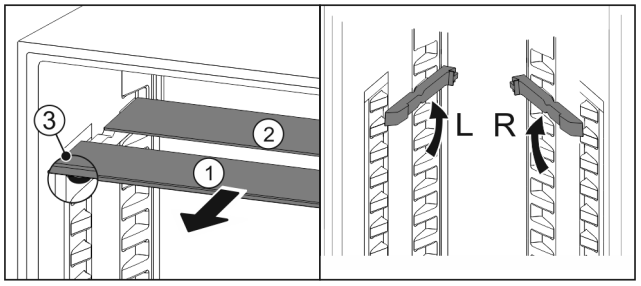

*Fig. 25*
▶ Pull the glass panels out *Fig. 25 (1)* from the front, one at a time.
▷ The glass panel *Fig. 25 (1)* with the trim strip is at the front.
▷ The stops *Fig. 25 (3)* point downward.